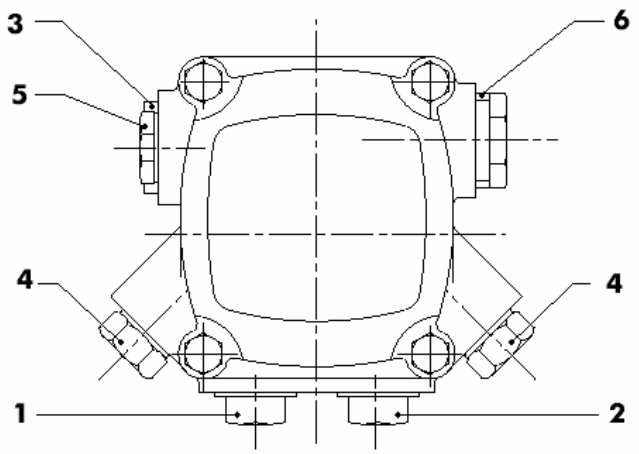

Рис. 11
- отпустите подвижную часть реле электродвигателя. Установите манометр и вакуумметр на насосе (для выполнения подсоединений см. рис. 11);